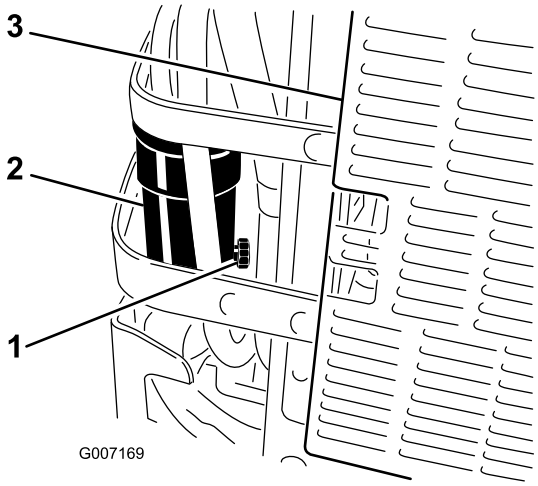

Figur 48
6. Åbn aftapningsventilen på vandudskilleren ved at dreje den omtrent en omgang, så vand og snavs kan aftappes (Figur 48).
7. Luk aftapningsventilen, når der kun kommer dieselbrændstof ud (Figur 48).